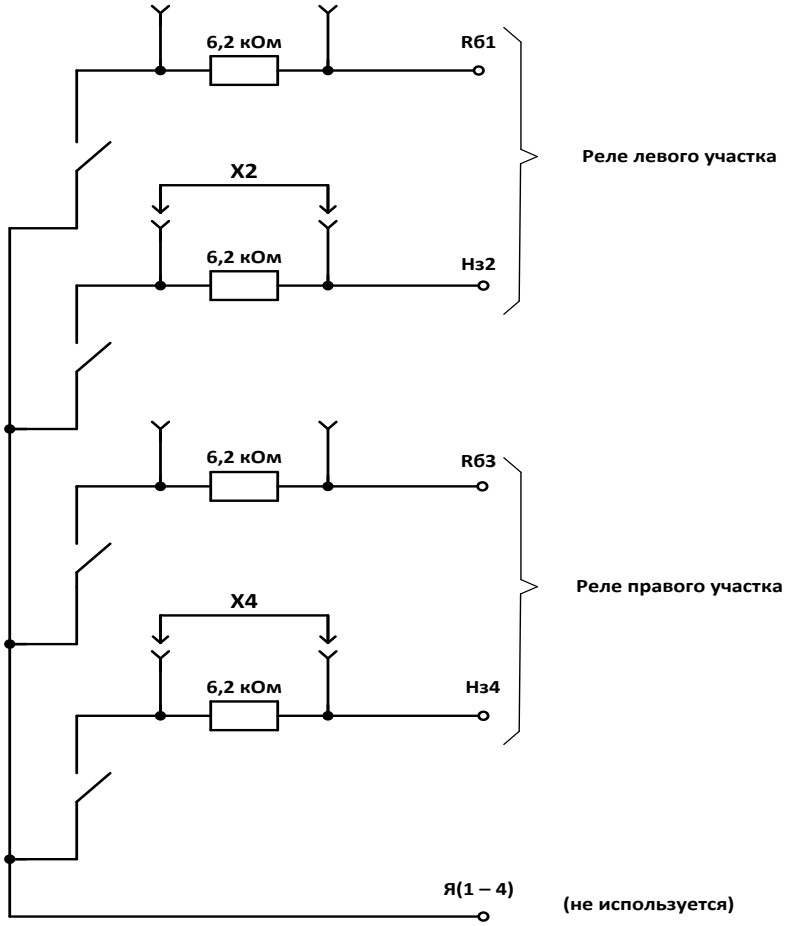

Рисунок 9 – Схема подключения выходных контактов реле для использования по одному реле на каждый участок охраны.
2.4.1.2 В изделии используется четыре выходных реле с объединенными якорями (см. таблицу 3 и рисунок 9). На плате БОС необходимо снять перемычки X1, X2, X3, X4, для подключения четырех выходных реле к ССОИ через сопротивления 6,2 кОм. Перемычки X1, X2, X3 и X4 замыкают резисторы 6,2 кОм. Если, вместо четырех реле необходимо использовать только два (по одному реле на участок), то выходной контакт Я(1-4) колодки XT7 не используется, выходные контакты первого и второго реле используются в качестве выходных контактов реле первого участка, а выходные контакты третьего и четвертого реле как выходные контакты реле второго участка, как показано на рисунке 9. На рисунке 9 перемычки X1 и X3 сняты, чтобы в каждом реле было по одному резистору 6,2 кОм.